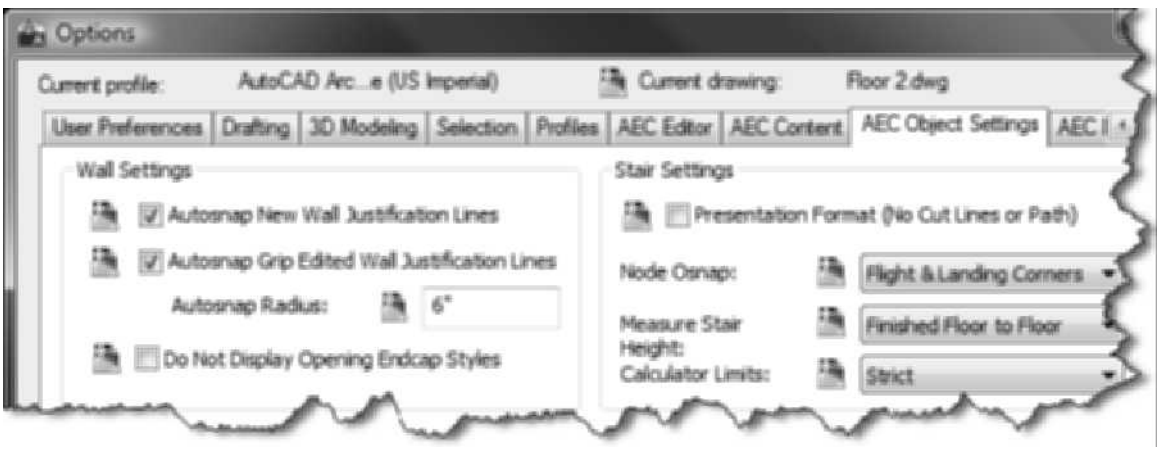

FIGURE 2.70 *AEC Object Settings tab of the Options dialog box*
18. Select the AEC Object Settings tab, and verify that the following are checked ON as shown in Figure 2.70: Autosnap New Wall Justification Lines, Autosnap Grip Edited Wall Justification Lines, and Autosnap Radius = 6" [75].